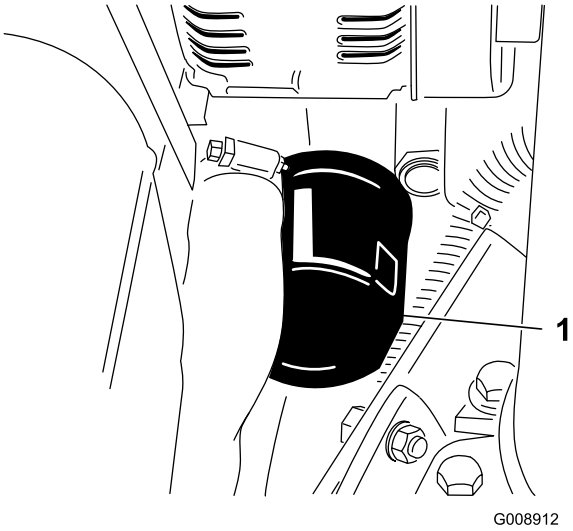

Figur 51
3. Avlägsna oljefiltret (Figur 51).